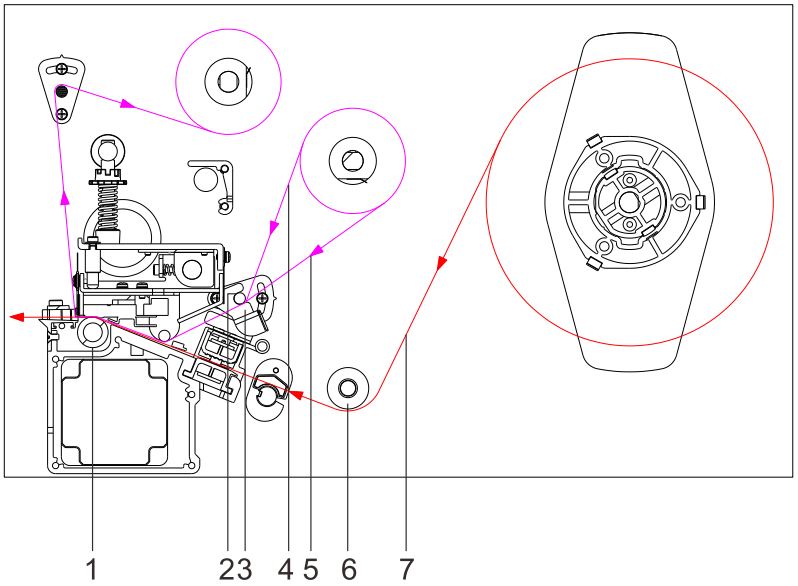
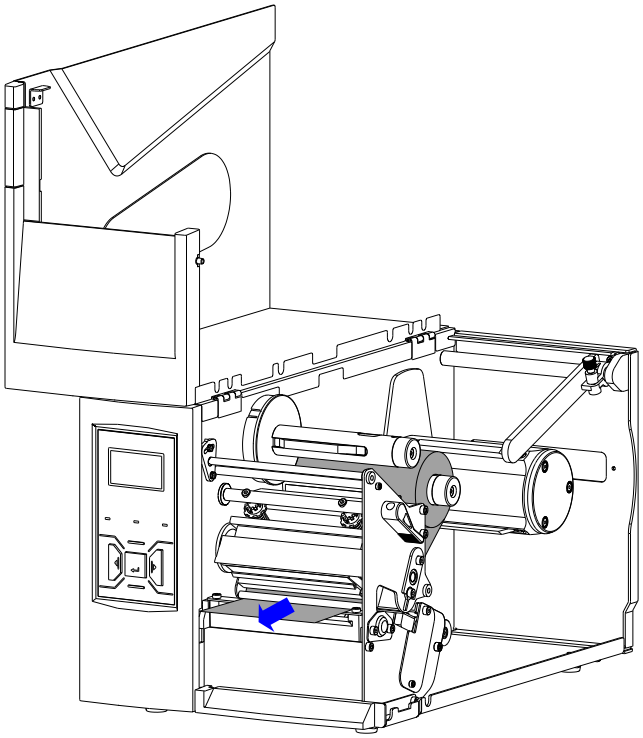
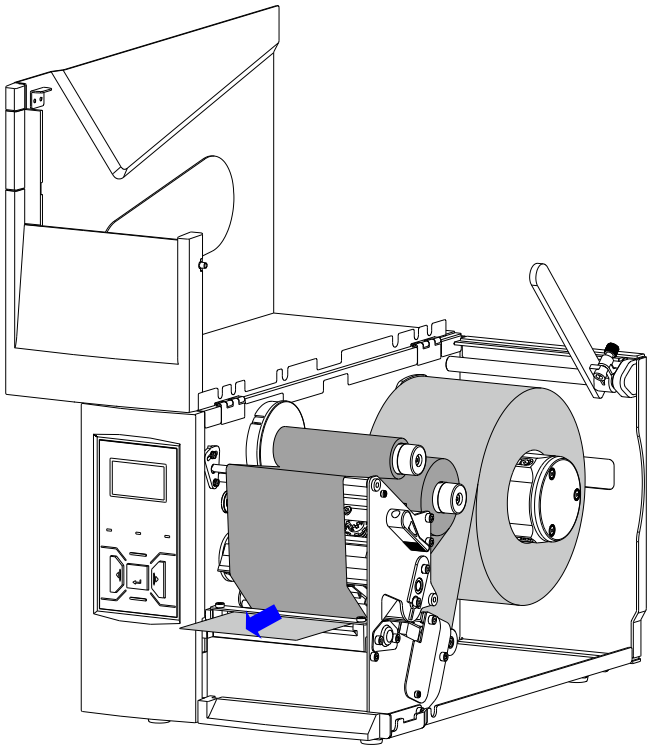

Figure 2-4 Loading Paths
Figure 2-10 Thread Ribbon Through Printhead Assembly
Figure 2-17 Media Loaded
Figure 2-4 shows the consumables' loading paths in the printer.
5. Follow the ribbon path indicated in Figure 2-4, thread the ribbon under the Ribbon Guide Rod and pass the Printhead Assembly, make sure that the ribbon's ink side is facing the media. See Figure 2-10.
4. Thread the media along the Media Path as shown in Figure 2-4, loaded media is shown in Figure 2-17.